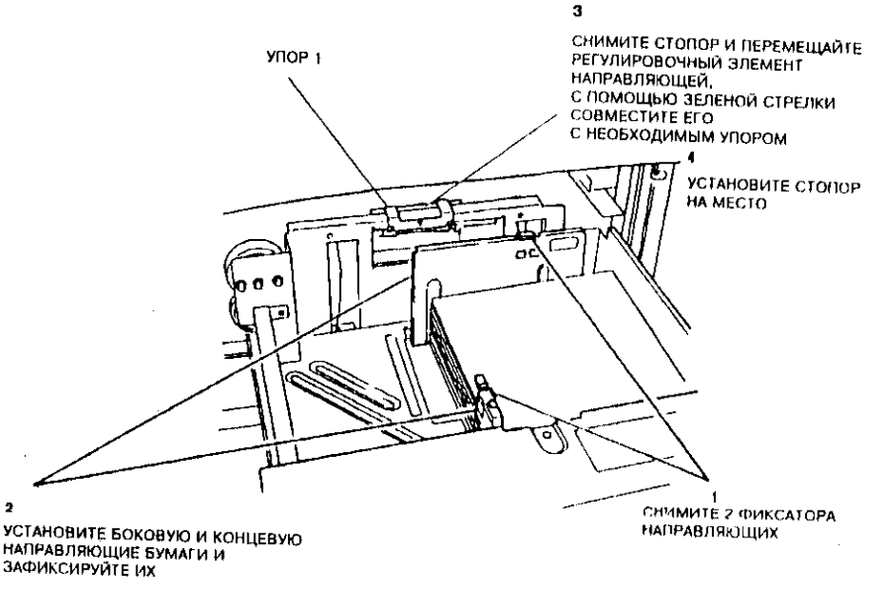

Рисунок 1. Регулировка лотка под заданный формат бумаги
2. (Рисунок 1) Отрегулируйте боковую направляющую, заднюю направляющую и регулирующий элемент направляющей бумаги